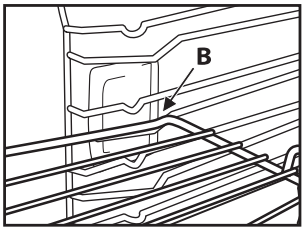

Rys. 2
2. Przechylić ruszt przy blokadzie "B" (Rys. 2).